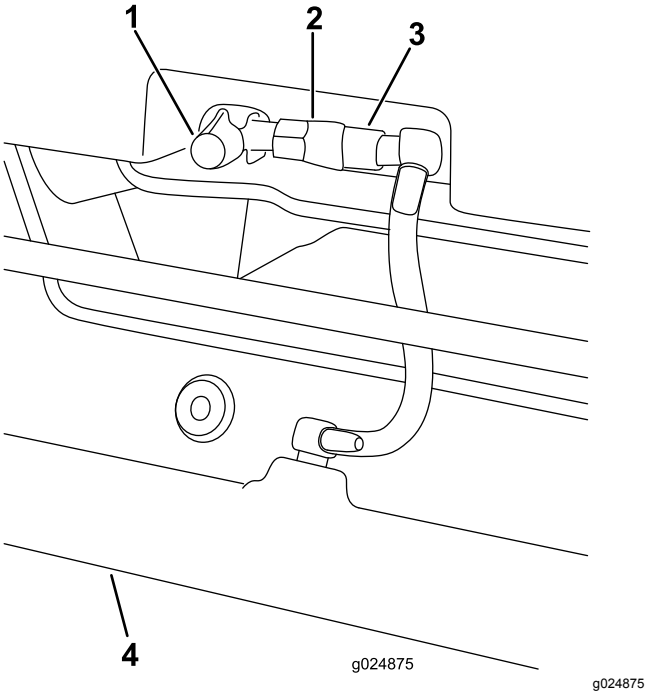

**Figure 10**
3. Check the sprinkler manifold (Figure 10) and remove any dirt or debris.
1. Detach the valve coupler (Figure 10).